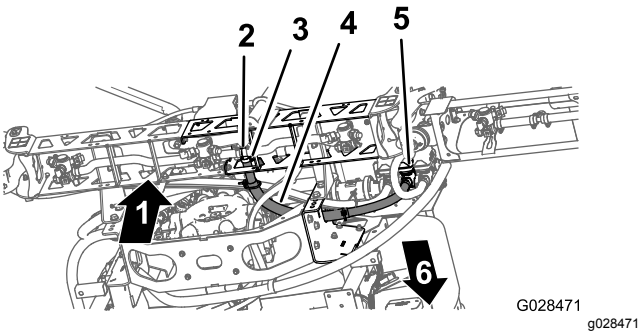

Figur 34
1. Dra centersprutrampsektionens slang i enlighet med Figur 34.
centersprutrampssektionen och fäst slangen med en slangklämma (Figur 34).